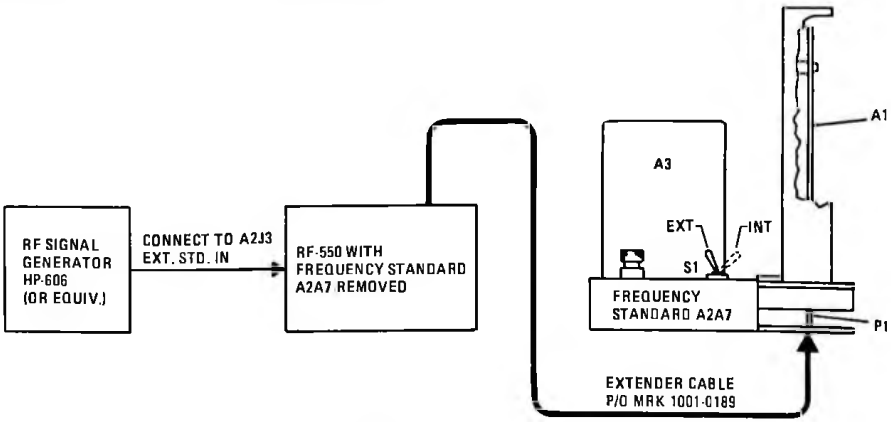

Figure 2. Reference Generator PWB Assembly Test Setup Diagram
Paragraphs 5.1 and 5.2 give the information required for testing and adjusting Frequency Standard Assembly PW Boards A2A7A1 and A2A7A2. For these tests and adjustments, the RF-550 is placed on a bench and test connections are made as shown in figures 2 and 3. Schematic diagrams of the PWB assemblies are shown in figure 7, sheets 1 and 2.
b. Make test connections shown in figure 2.